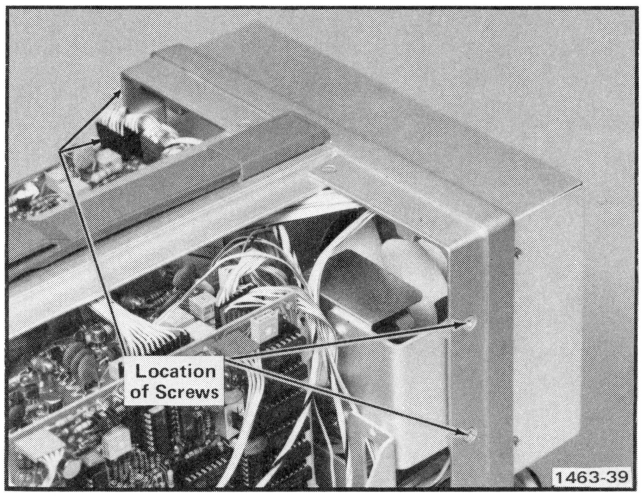

Fig. 4-7. Location of screws holding Low Voltage sub-chassis.
2. Remove the four screws holding the Low-Voltage Regulator sub-assembly to the main chassis see Fig. 4-7).
1. Remove the four screws holding the Low-Voltage Regulator sub-assembly to the main chassis (see Fig. 4-7).
1. Remove the four screws holding the Low-Voltage Regulator sub-assembly to the main chassis (see Fig. 4-7). It is not necessary to completely remove the board or disconnect any multi-pin connectors.